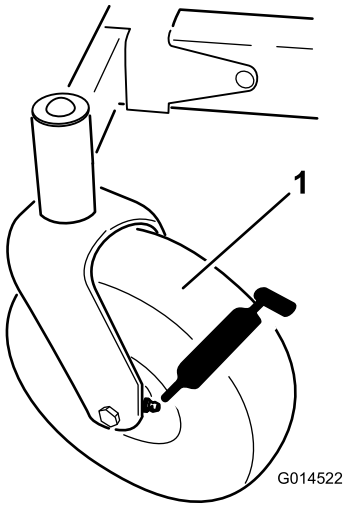
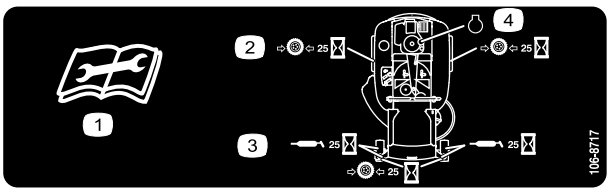

Figuur 34
Figuur 35
3. Reinig de smeernippels (Figuur 34 met Figuur 35) een doek. Indien nodig verf van de voorkant van de nippels afkrabben.
4. Zet telkens een smeerpistool op een nippel (Figuur 34 en Figuur 35). Spuit vet in de nippels totdat er nieuw vet bij de lagers naar buiten komt.